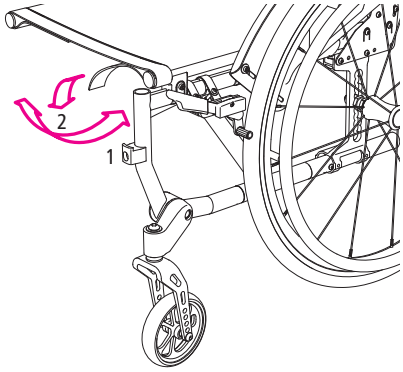

fig. 10
1. Aprire la cinghia in velcro posta sotto il cuscino del sedile, sul davanti (1, fig. 10) e a seguire la cinghia dei tubi di seduta laterali.
2. Ora è possibile fissare la cinghia sotto la seduta, verso il lato posteriore (2, fig. 10). Così facendo si riduce la profondità di seduta di 30 mm.